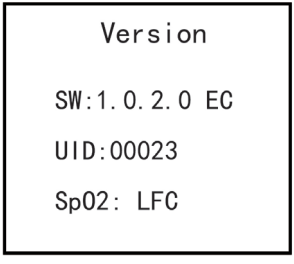

Figura 4.10H Informazioni sulla versione
- TEMP unit: Per impostare l'unità di misura della temperatura; le opzioni sono "°C(Celsius)" e "°F(Fahrenheit)"; l'impostazione predefinita è "°F", come mostrato nella figura 4.10H.